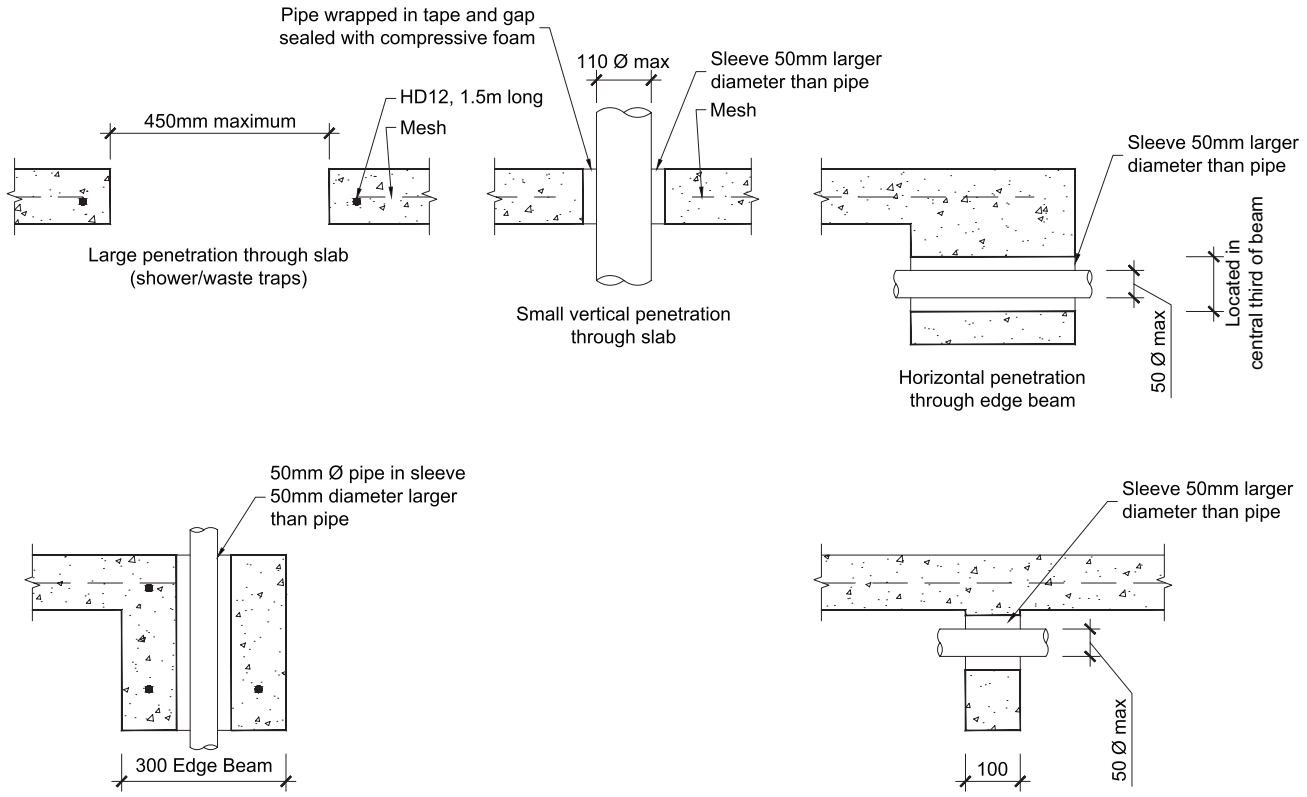

Figure 12 *Example of detailing requirements for services*
(1) For situations where a 100mm diameter pipe is required to pass through the edge beam, the edge beam shall be locally increased in width to a minimum of 500mm wide. This shall be achieved by keeping flush the outside face of the edge beam and removing 200mm from the pod. The width shall remain at 500mm for a distance of 600mm beyond the service pipe. Refer to figure 12 for details.
(2) The need for a duct 50mm larger than the service diameter can be deleted when the pipe work does not cross the interface between the bottom of the RibRaft system and the ground at any point along its length. An example would be services laid within the plane of the pods and passing through the edge beam and discharging to a gully trap or similar. In these cases the diameter of the service can be increased to a maximum of 100mm and a service duct is not required. The pipe work shall be wrapped in denso tape where it crosses concrete elements to prevent adhesion between the concrete and pipe work.
(3) Where a gas pipe line runs through the RibRaft floor system, in addition to the requirements above, the pipeline shall enter the building through the outside face of the perimeter foundation beam and be located in the plane of the pods. The aim being to ensure that damage to the gas pipe will most likely occur outside the building envelope should movement occur between the ground and RibRaft in a large earthquake.
(4) Larger penetrations or voids up to 450mm square (e.g. for shower waste/traps) are permitted through the slab provided all the conditions of this paragraph are met. These openings shall be trimmed with 1 HD12 (Grade 500E) bar 1500mm long placed along each side of the opening, tied to the mesh. One set of parallel bars shall be placed on top of the mesh and the other set placed under the mesh. These openings shall not be placed over a rib or edge beam. If necessary, the rib spacing shall be reduced or the pod layout altered to ensure that the opening occurs solely in the slab above a polystyrene pod. Penetrations such as these shall not be installed in garages or other areas where large (>3kN) point loads could be present. Only one penetration greater than 110mm is permitted in the slab above any single pod or part pod. Where two large openings are required to be in close proximity, an internal rib shall separate them. For these large penetrations/ voids in the slab, the services shall not be within 25mm of the edges of the void through which they pass, and the opening shall be sealed to prevent materials entering the subfloor cavities. (This type of opening is normally only required for a shower waste/trap and the installation of the shower will ensure that the void is sealed/covered).
Any services crossing ribs or the edge beam horizontally shall be placed only within the middle third of the member. Except as noted in figure 12, services crossing the ribs vertically shall also be constrained to the middle third of the width of the edge or internal load bearing rib. Except as noted in figure 12 at no stage shall any of the reinforcement bars be relocated or cut to allow for the services (it is acceptable, however to cut the mesh). In some instances this will dictate the location of the ribs. The pods shall be cut to allow for this and if necessary, the spacing of the ribs shall be decreased locally. There shall be 600mm minimum clear spacing in each direction between penetrations through the system.
and a type of easily compressible foam). A pictorial of some of the above requirements is illustrated in figure 12:
Where required, the services can be installed by removing unnecessary polystyrene and placing pipes within the pod depth. All pipes shall be held firmly in place and have temporary end covers. Any services crossing ribs or the edge beam horizontally shall be placed only within the middle third of the member. Except as noted in figure 12 (section 1) services crossing the ribs vertically shall also be constrained to the middle third of the width of the edge or internal load bearing rib. Except as noted in figure 12 (section 1) at no stage shall any of the reinforcement bars be relocated or cut to allow for the services (it is acceptable, however to cut the mesh). In some instances this will dictate the location of the ribs. The pods shall be cut to allow for this and if necessary, the spacing of the ribs shall be decreased locally. There shall be 600mm minimum clear spacing in each direction between penetrations through the system.